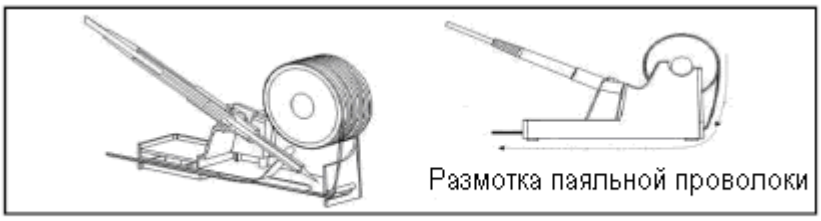

Рис. 1 Подставка для паяльника с держателем для паяльной проволоки
1.Установите паяльную проволоку в держатель (рис.1).
3. Поместите паяльник на подставку (см. рисунок 1).